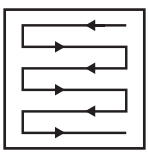

**Rys. 18**
5. Kosić w lekko zachodzących na siebie rzędach. Najbardziej efektywnym sposobem koszenia jest koszenie w liniach prostych wzdłuż jednej z krawędzi trawnika. Pozwala to uzyskać równe rzędy oraz uniknąć pominięcia niektórych fragmentów trawnika (rys. 18).